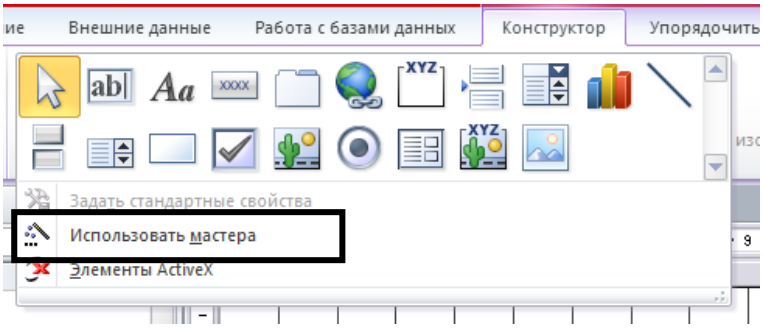

Рис. 7.17. Панель элементов
3.4. На вкладке *Конструктор* в разделе *Элементы управления* отображаются все объекты и отключается (делается неактивной) кнопка *Использовать Мастера* (рис. 7.17).